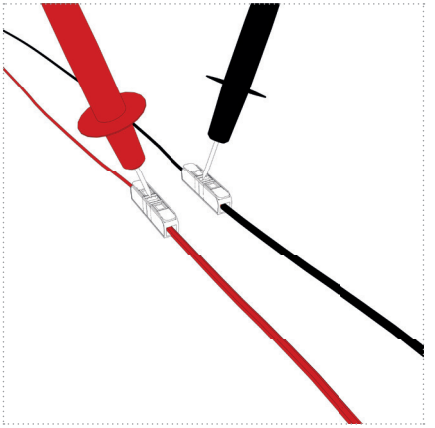

Abbildung: 24
7. Stecken/drehen Sie die Sicherung des Stromkreises der UV-Einheit wieder ein und überprüfen sie auf die korrekte Netzspannung an den Prüföffnungen der Verbindungsklemmen (Abbildung 24).